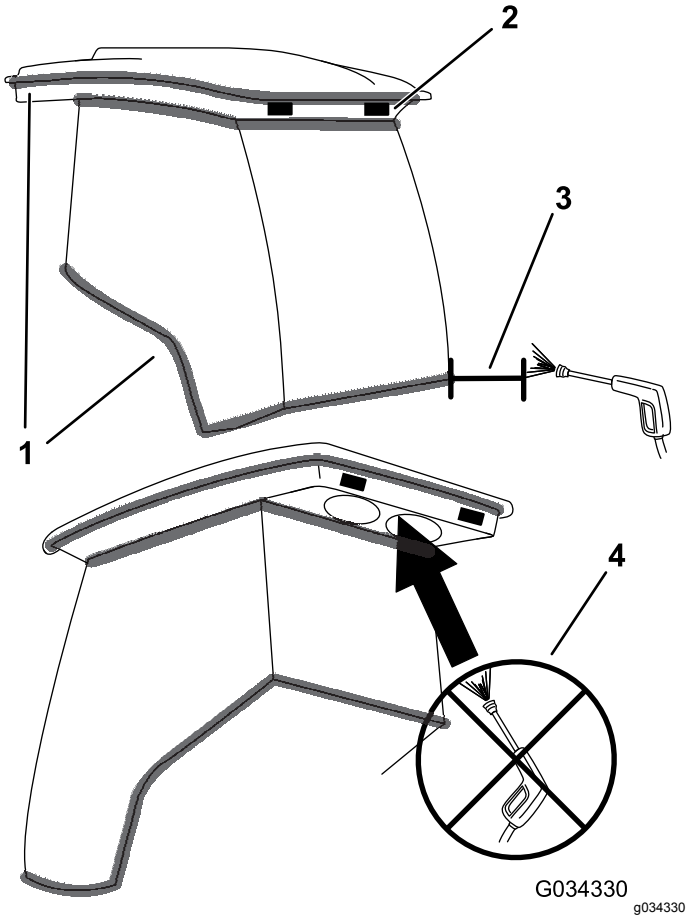

**Figur 98**
***Viktig:*** **Vær forsiktig rundt førerhusets tetninger og lys (Figur 98). Hvis du bruker en trykkvasker, hold vaskestaven minst 0,6 m fra maskinen. Ikke bruk høytrykksspyler direkte på førerhusets tetninger og lys eller under bakre overheng.**